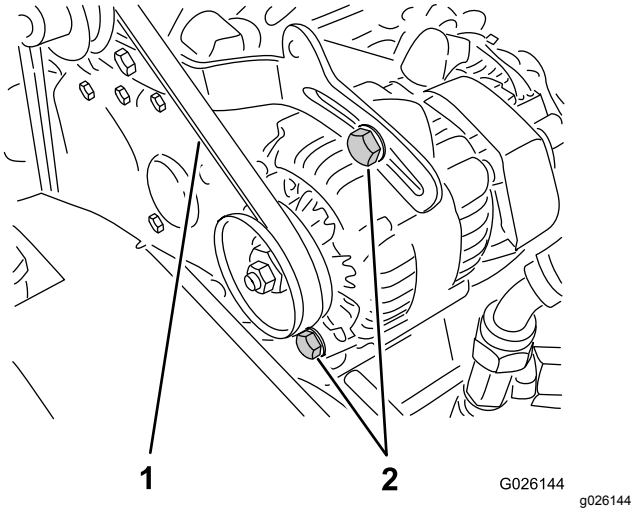

**Rysunek 67**
2. Sprawdź napięcie, naciskając pasek w połowie rozpiętości między kołami pasowymi wału korbowego i alternatora z siłą 10 kg (Rysunek 67).
A. Poluzuj 2 śruby mocujące alternatora (Rysunek 67).
napięcie paska, a następnie dokręć śruby mocujące (Rysunek 67).